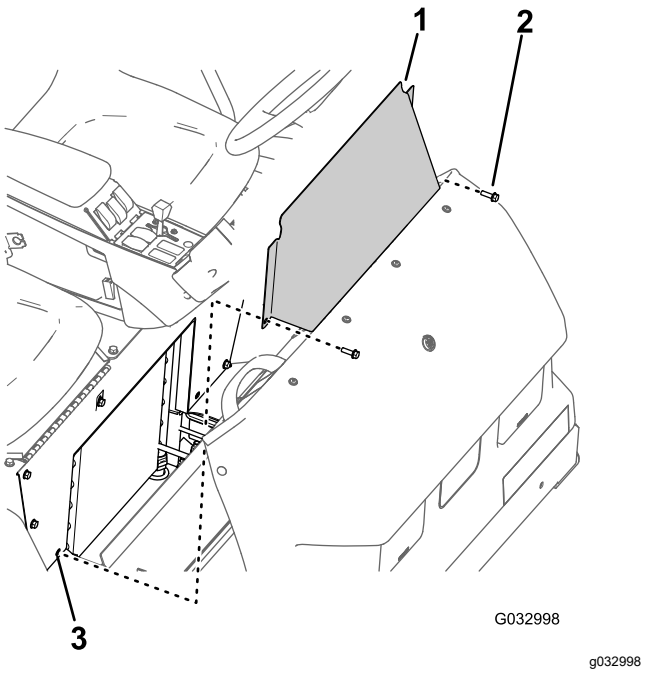

Figura 64
1. Retire os 2 parafusos de cabeça flangeada que fixam o painel de acesso da base do banco à base do banco (Figura 64).
2. Retire o painel de acesso da base do banco da máquina (Figura 64).
1. Alinhe os orifícios no painel de acesso da base do banco com os orifícios na base do banco (Figura 64).
2. Monte o painel de acesso da base do banco com os 2 parafusos de cabeça sextavada (Figura 64) que retirou no passo 1 de Remoção do painel de acesso da base do banco (página 58).